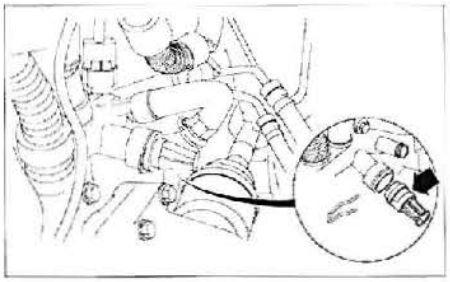

FIG. 21
• Vaciar el bloque motor retirando el tapón (fig. 21).
• Volver a poner el tapón en el bloque motor **(fig. 21).**
- Cerrar el aparato de llenado por gravedad (1) con el tapón (3) **(fig. 21)**.